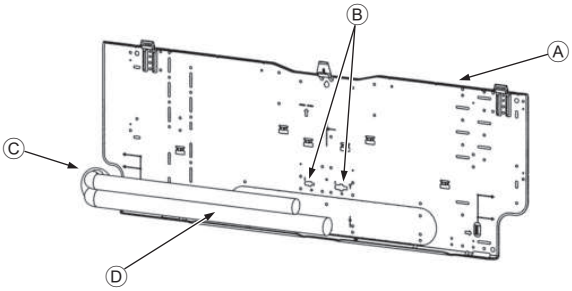

Fig. 3-5
3.3. Cuando coloque los tubos en la pared (Fig. 3-5)